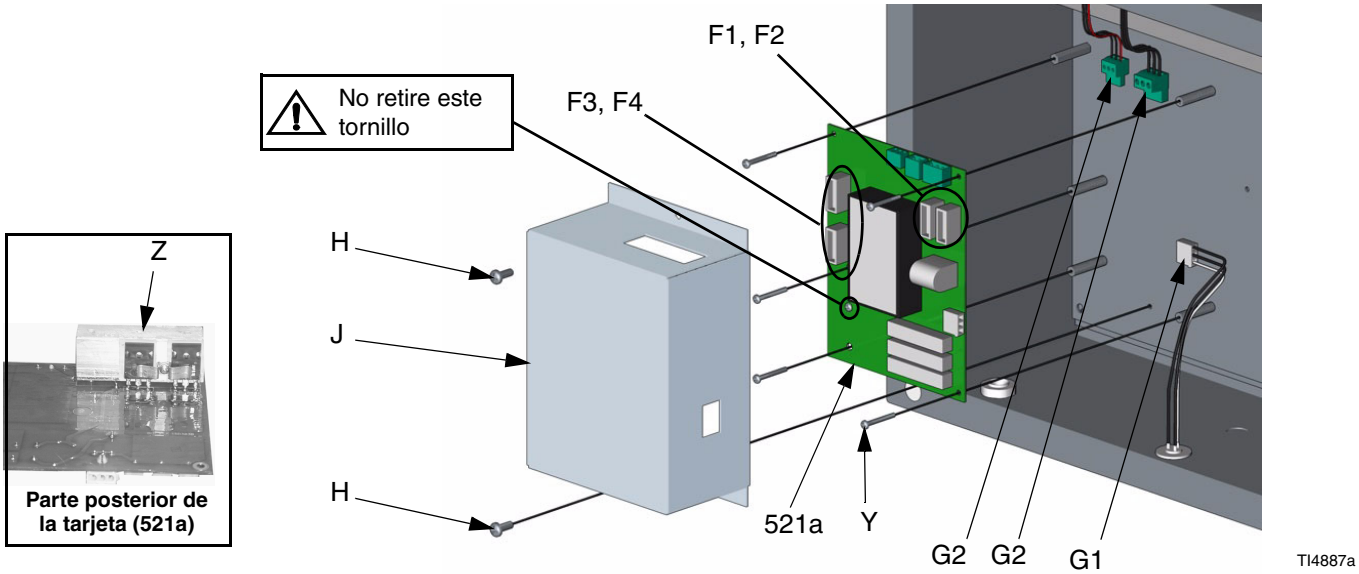

FIG. 10
3. Desconecte los cables (G1, G2, G3). FIG. 10.
4. Retire los 2 tornillos (H) y saque la tapa (J).
5. Anote su posición y retire los 5 tornillos (Y) de la tarjeta de suministro de potencia (521a). Retire la tarjeta.
6. Aplique compuesto térmico al disipador de calor (Z) en la parte trasera de la nueva tarjeta de suministro de potencia (521a).
7. Instale la nueva tarjeta de suministro de potencia con los 5 tornillos (Y).
8. Instale la tapa (J) con los 2 tornillos (H).
2. Saque el fusible (F1, F2, F3, o F4) del portafusibles. FIG. 10.